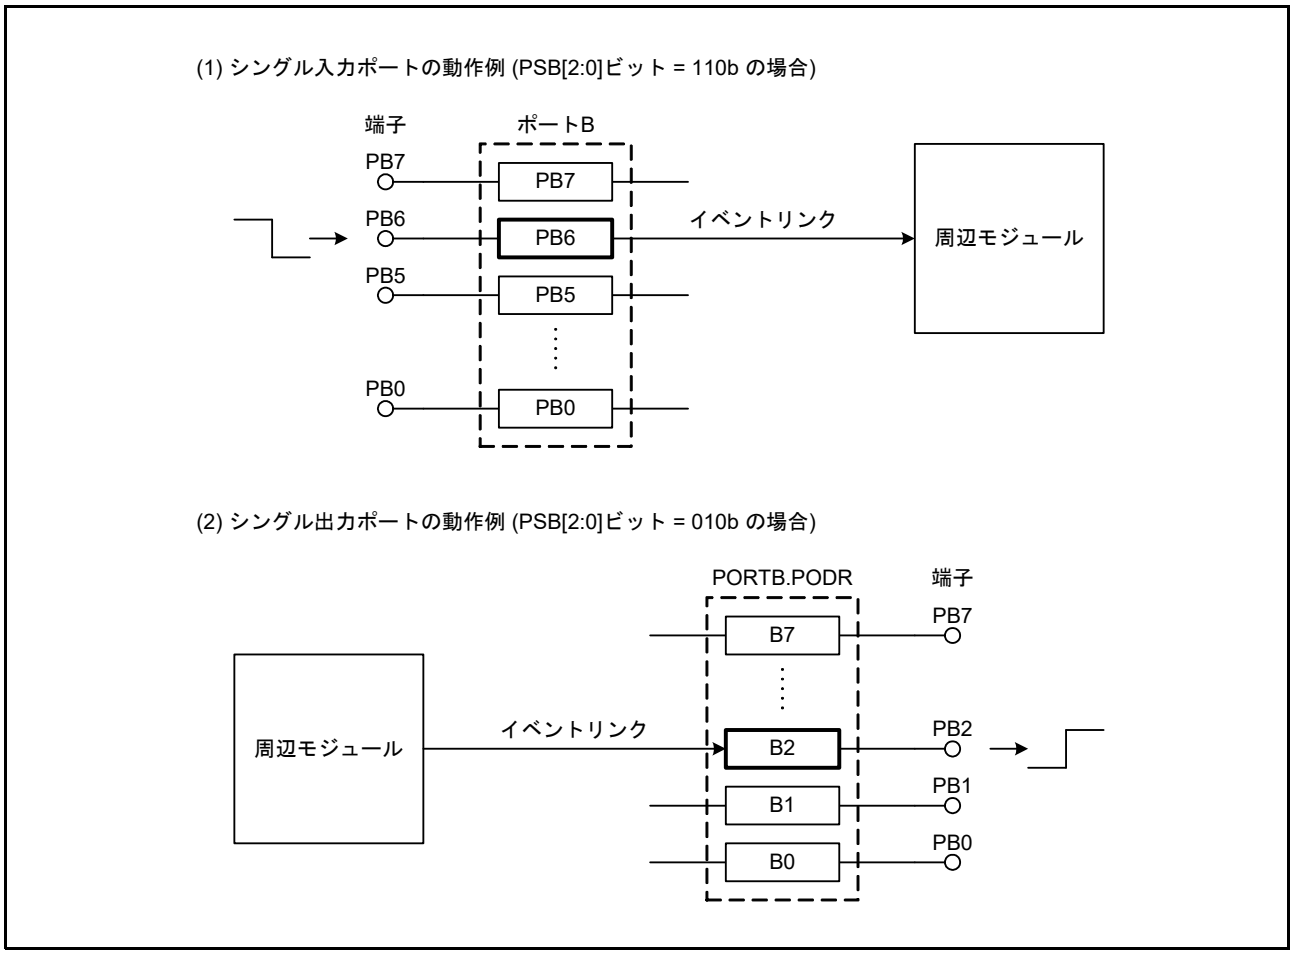

図 19.3 シングルポートのイベントリンク動作 (ポート B の場合)
(2) シングル入力ポートでのイベント発生
入力に設定されているシングルポートは、対応する端子への入力信号が変化するとイベント信号を出力します。イベント発生条件は、PELm.PSM[1:0] ビット (m = 0 ～ 3) で設定します。**図 19.3** (1) にシングルポートのイベントリンク動作を示します。
(3) シングル出力ポートへのイベント信号入力
出力に設定されているシングルポートにイベント信号が入力されると、対応する端子のレベル (PODR レジスタの値) が PELm.PSM[1:0] ビットで指定したとおりに変化します。**図 19.3** (2) にシングルポートのイベントリンク動作を示します。